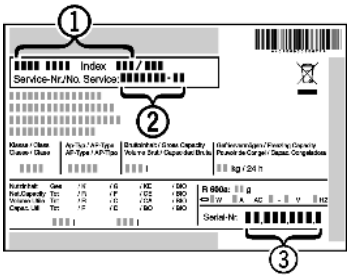

Fig. 17
▶ Read off the appliance name *Fig. 17 (1)*, service no. *Fig. 17 (2)* and serial no. *Fig. 17 (3)* from the model plate. The model plate can be found on the inside of the appliance on the left.